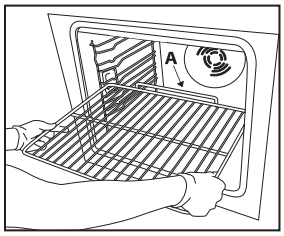

Рис. 1
1. Вставьте решетку горизонтально, так, чтобы выступ A был сверху (Рис. 1).